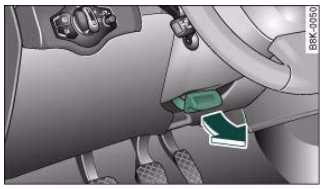

Fig. 133 Lever beneath steering column
– Pull the lever ⇒ fig. 133 -arrow- ⇒ ⚠ up.